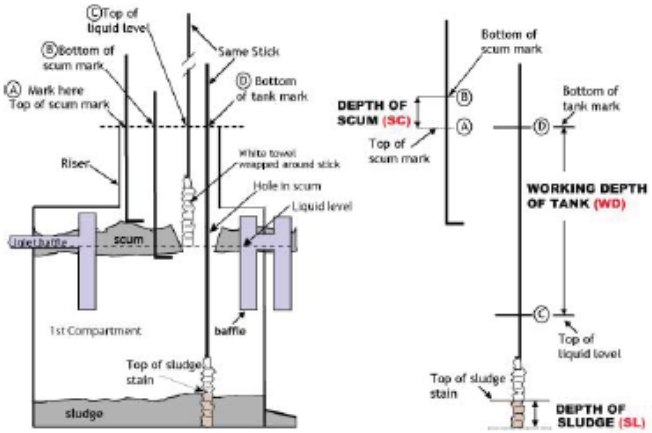

FIGURE 1 - SCUM DEPTH (SC), SLUDGE DEPTH (SL) AND WORKING DEPTH OF TANK (WD)
4. Carefully lower stick through the hole in scum in first compartment until it rests on top of the liquid layer. Mark the stick where it crosses the opening of the manhole or riser (C in Figure 1).
6. Mark the sludge stick where it crosses the board (D in Figure 1). The distance between the two marks (C and D) is the working depth of the tank (WD).
7. Carefully remove the stick. There should be a distinct dark stain on the rag. Measure the height of the stain. This is the depth of the sludge layer (SL).